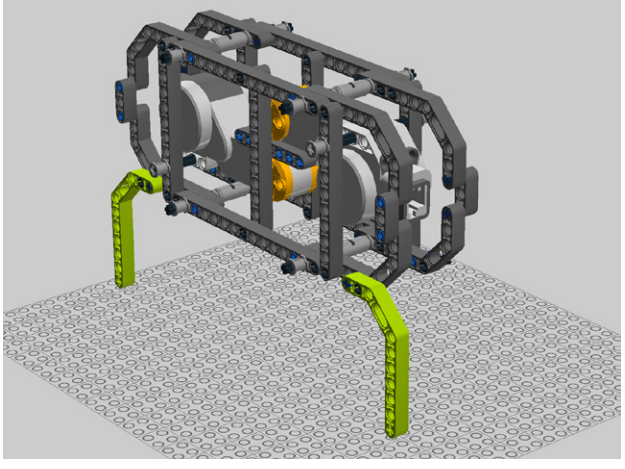

Figure 4-26. *Step 21: Adding the legs*
21. Add angle beams for legs. Figure 4-26 shows this.